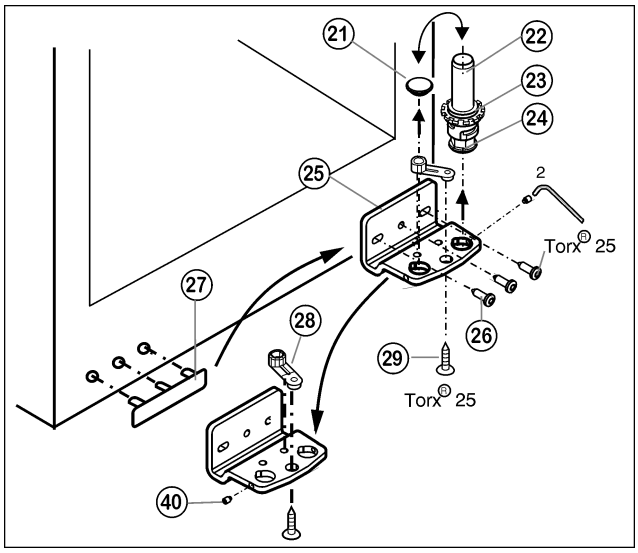

Fig. 6
- ▶ Závitový kolík *Fig. 6 (40)* vyšroubujte o zhruba 1 otáčku pomocí přiloženého imbusového klíče.
- ▶ Ložiskový čep *Fig. 6 (22)* včetně podložky *Fig. 6 (23)* a seřizovací nožky *Fig. 6 (24)* vyšroubujte nahoru.
- ▶ Zátku *Fig. 6 (21)* odstraňte.
- ▶ Stojan ložiska *Fig. 6 (25)*odšroubujte *Fig. 6 (26)*.
- ▶ Závitový kolík *Fig. 6 (40)* kompletně vyšroubujte a zase našroubujte na protější straně do kozlíku ložiska, až vně lícuje s kozlíkem ložiska.
- ▶ Ložiskový díl *Fig. 6 (28)*odšroubujte *Fig. 6 (29)* a přemístěte jej do protilehlého upínacího otvoru stojanu ložiska, pak ho znovu pevně přišroubujte.
- ▶ Zátku *Fig. 6 (21)* zase vložte do druhé díry.
- ▶ Krytku na straně madla *Fig. 6 (27)* opatrně vytáhněte a přemístěte na druhou stranu.
- ▶ Stojan ložiska *Fig. 6 (25)* na nové straně závěsu zase přišroubujte příp. pomocí akumulátorového šroubováku **(momentem 4 Nm)**.
- ▶ Ložiskový čep *Fig. 6 (22)* včetně podložky a seřizovací nožky zase nasaďte.
- ▶ Kolík se závitem *Fig. 6 (40)* dotáhněte.
- ▶ Dveře nasaďte shora na spodní ložiskový čep *Fig. 6 (22)*.
- ▶ Dveře případně pomocí obou podélných děr ve spodním stojanu ložiska *Fig. 6 (25)* vyrovnejte tak, aby lícovaly se skříní přístroje. Vyšroubujte prostřední šroub.